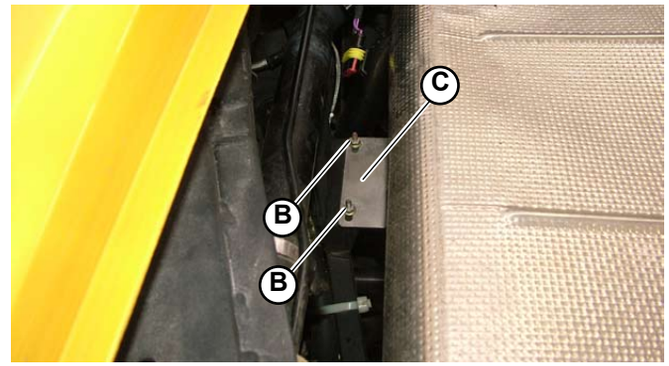

Fig.7
2. Tighten the 4 screws (**B-Fig.7/8**) securing the 2 side brackets (**C-Fig.7/8**) on the guard (2 screws for each bracket).